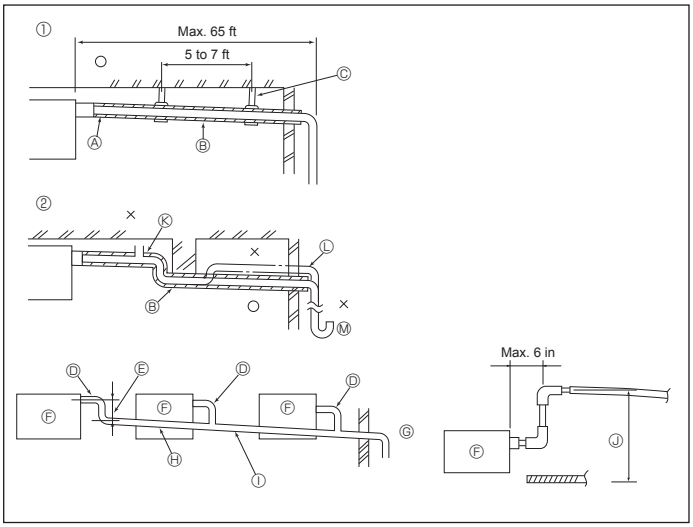

Fig. 6-1
6.1. Drainage piping work (Fig. 6-1)
① Correct piping
② Wrong piping